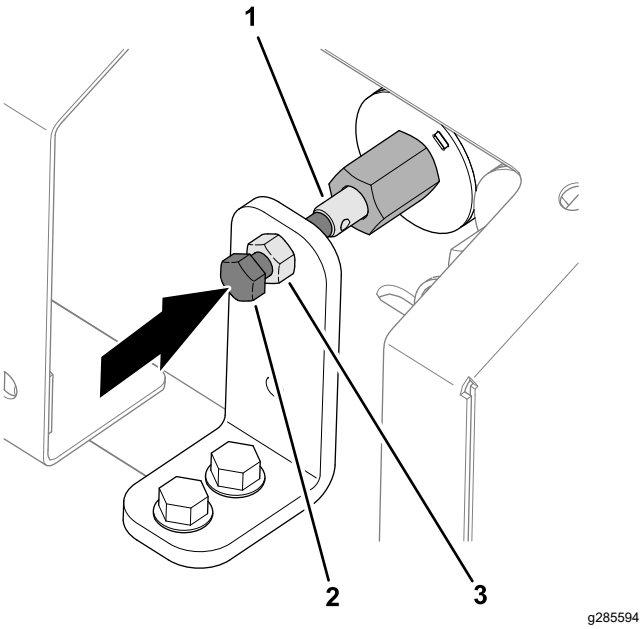

Figuur 35
1. Maak de contramoer los aan de beugel voor handbediening (Figuur 35).
2. Draai de inbusschroef voor het opheffingsmechanisme van de klep rechtsom om de snelheid van de lopende band te verhogen (Figuur 35).